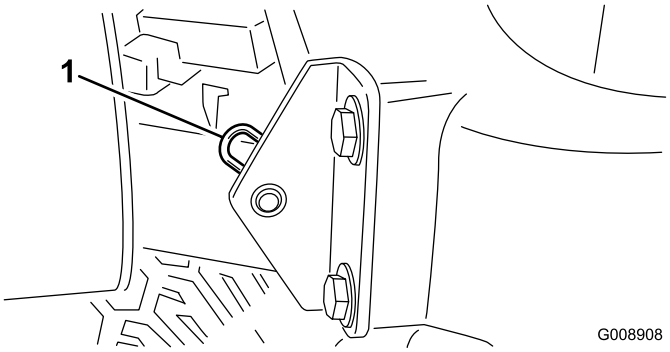

Figur 34
2. Fjern hårnålssplinten som fester panseret til monteringsbrakettene (Figur 34).